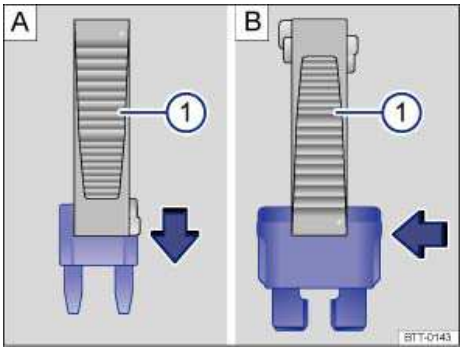

**Fig. 195** Removing or inserting a fuse using the plastic tweezers 1.
- For *small fuses*, slide the tweezers ⇒fig. 195 (1) onto the fuse from the top **A**.
- For *larger fuses*, slide the tweezers (1) onto the fuse from the side **B**.